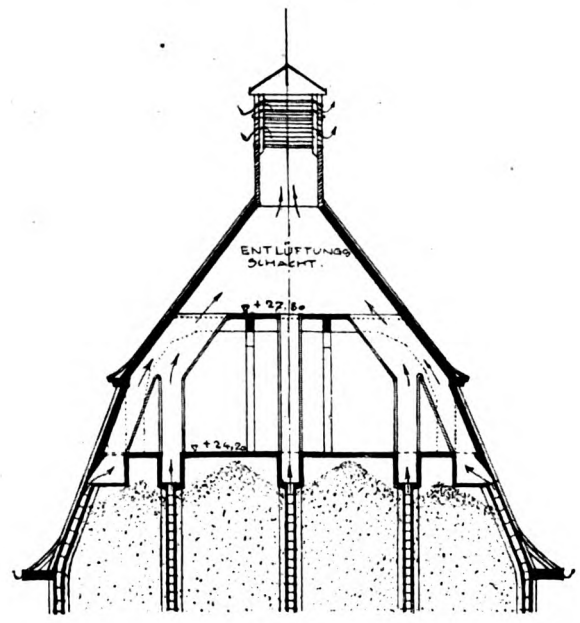

Abb. 17.
schlossenen Glasrohre, in das drei Platindrähte A, B, C eingeschmolzen sind, die den Strom durch das im Rohr befindliche Quecksilber leiten. Das Quecksilber 1 ruht auf einer nichtleitenden festen Masse 2, die in ihrer Zusammensetzung derart wechselnd hergestellt wird, daß ihr Schmelzpunkt auf eine bestimmte zu wählende Temperatur festgesetzt werden kann. Schmilzt die Masse bei dieser Temperatur, der Höchsttemperatur, so sinkt das Quecksilber und dadurch wird der Kontakt mit dem oberen Platindraht A unterbrochen und der Strom kann nur durch den zweiten Draht B und den im Porzellankörper eingebauten Widerstand W gehen. Hierdurch entsteht eine Stromschwächung, wodurch an der Alarmstelle mittels Relais eine Gefahrmeldung gegeben wird. Sinkt das Quecksilber noch weiter, so wird der Strom völlig unterbrochen und die Feuermeldung erfolgt. Der Melder ist mittels der Drähte C—D in die Alarmschleife wie ein Metallmelder eingebaut (vgl. Abb. 17 und die Beschreibung hierzu auf Seite 140. Das Differential wirkt, wenn die Erwärmung des Raumes schneller vor sich geht als unter normalen Umständen möglich ist. Es besteht aus einer U-Röhre, die beiderseits geschlossen und mit Quecksilber 3 halb gefüllt ist. Über dem Quecksilber befindet sich in beiden Schenkeln eine geringe Menge einer leicht verdampfenden Flüssigkeit 4. Der Raum über der Flüssigkeit ist luftleer und nur mit ihren Dämpfen erfüllt. Unter gewöhnlichen Umständen geht der Strom von Draht D und Draht A nach Draht C. Der Schenkel, in welchem der Draht D eingeschmolzen ist, besteht aus stärkerem Glase wie der andere Schenkel. Haben beide Schenkel gleiche Temperatur, so ist der Dampfdruck in beiden Schenkeln gleich und das Quecksilber steht gleich hoch. Wird der Apparat von einem Luftstrom getroffen, dessen Temperatur mit einer gewissen Geschwindigkeit ansteigt, wie es beim Ausbruch eines Feuers der Fall ist, so dringt die Wärme langsamer in den Schenkel aus dickem Glase, wie in den Schenkel aus dünnem Glase ein. Es wird also die Flüssigkeit in dem dünnen Glase rascher verdampfen und sich hier ein höherer Dampfdruck bilden als in dem dickwandigen Glas, so daß der Quecksilberspiegel in dem ersteren fällt, und da das Quecksilber in den letzteren getrieben wird, in diesem steigt. Ist das Quecksilber unter den Kontaktdraht (A) gesunken, so tritt durch Einschaltung des Widerstandes W Stromschwächung ein, wodurch eine Gefahrmeldung bewirkt wird. Verläßt das Quecksilber auch den Kontaktdraht B, so wird der Strom vollständig unterbrochen und die Feuermeldung erfolgt. Das Differential wirkt